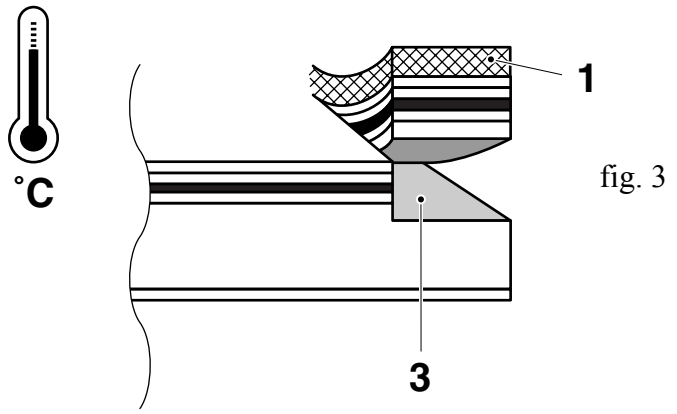

fig. 3
- todas las capas internas, incluyendo la lámina de aluminio, se separan con la tira (1), aunque tal vez queden fibras de cartón (3) (fig. 3).